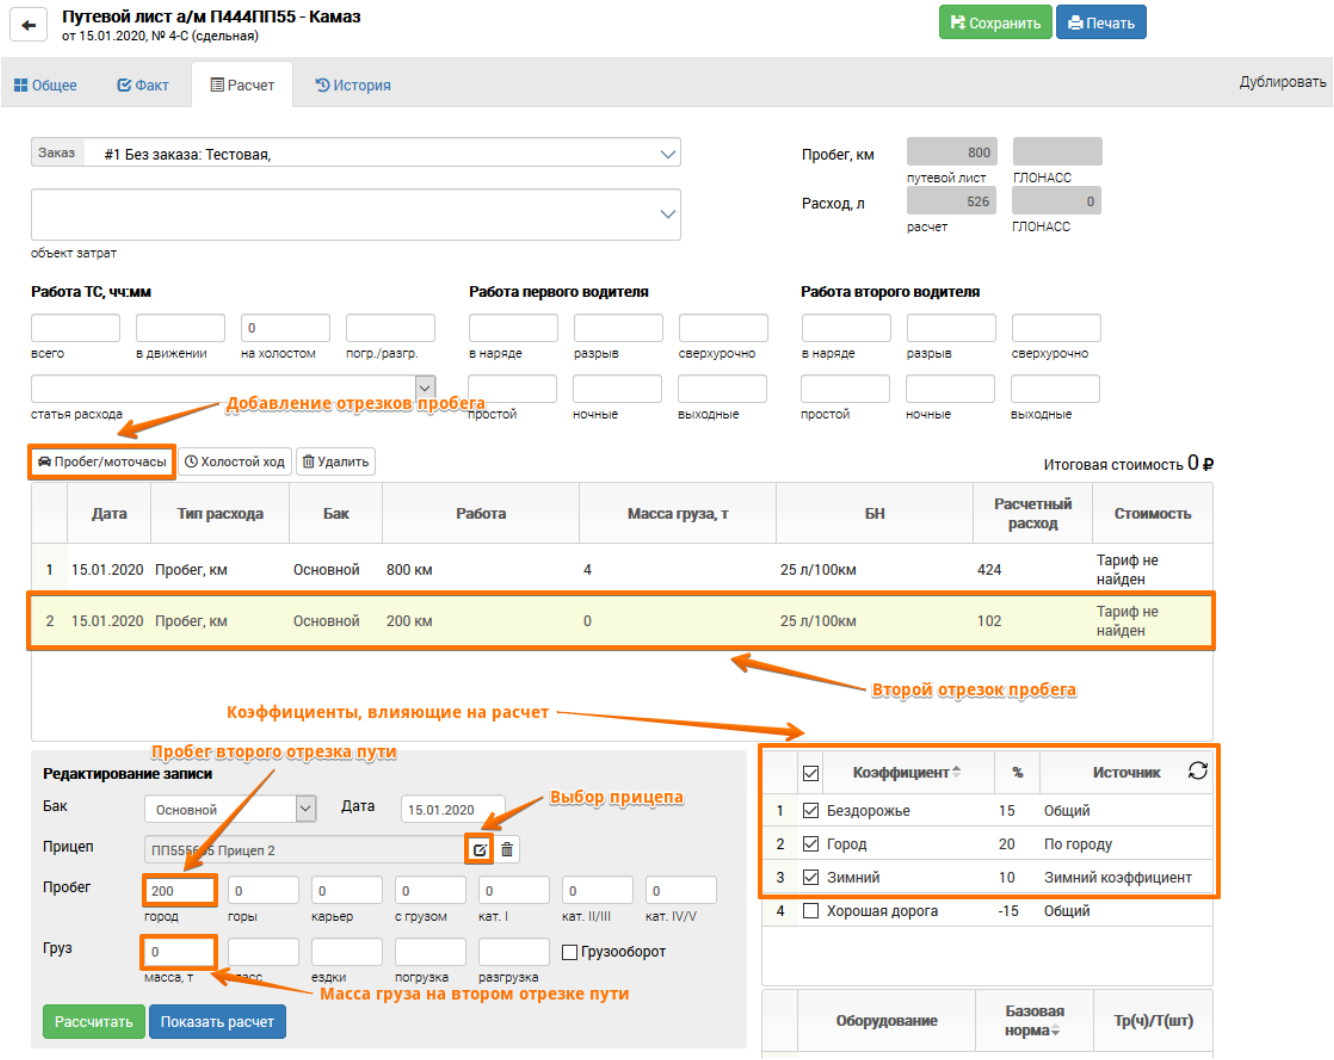

Рис. 276. Расчет ПЛ, добавление отрезка пути
2. Следующим шагом необходимо добавить второй отрезок пути, для чего на вкладке "Расчет" путевого листа кнопкой **[Пробег/моточасы]** добавляется второй отрезок пути ТС. В поле "Прицеп" выбирается Прицеп 2, поле "Город" - 200, в поле "Масса" указывается 0, необходимые коэффициенты отмечаются флажками ☑, затем кнопкой **[Рассчитать]** запускается расчет для этого отрезка пути, после добавления второго этапа пути расчет выглядит, как показано на рисунке ниже: (см. Рис. 276):